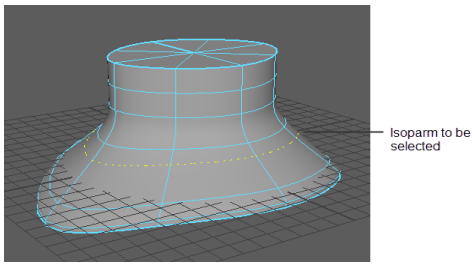
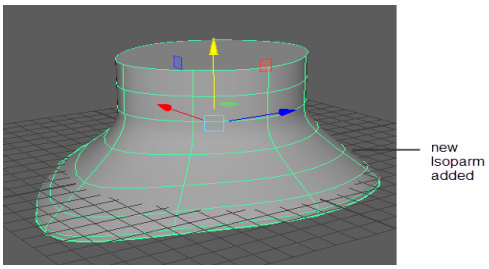

Figure 4-45 *Selecting an isoparm*
Figure 4-46 *A new isoparm added*
5. In the persp viewport, select the isoparm, as shown in Figure 4-45. Drag the isoparm outward; a dotted isoparm is displayed on *hat*. Next, choose the **Modeling** menuset from the **Menuset** drop-down list in the Status Line and then choose **Surfaces > Edit NURBS Surfaces > Insert Isoparms** from the menubar; a new isoparm is added, as shown in Figure 4-46.